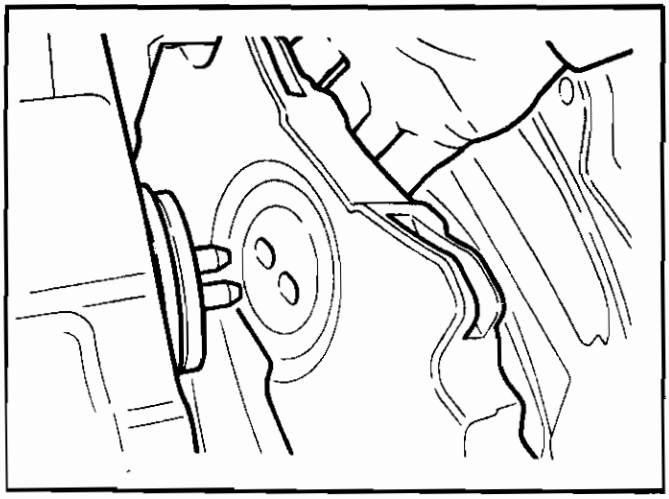

Figure 7.
1. Reinstall the spreader plate and ensure the two pins on the tappet head locate correctly into the spreader plate (Figure 7).